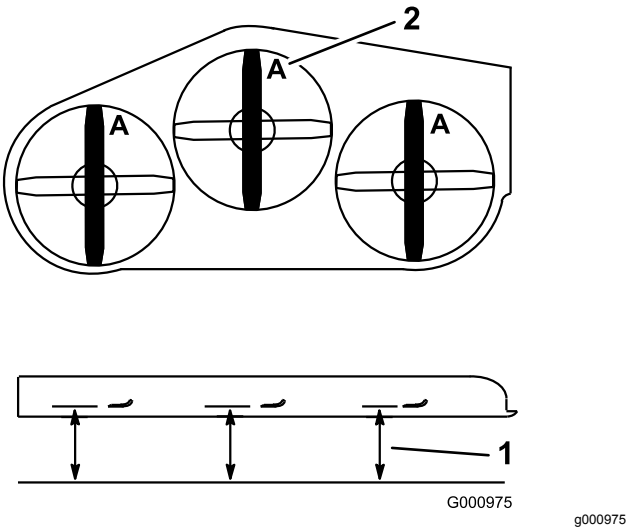

Figur 102
4. Mät från en plan yta till knivens egg vid punkt **A** på knivarna (Figur 102).